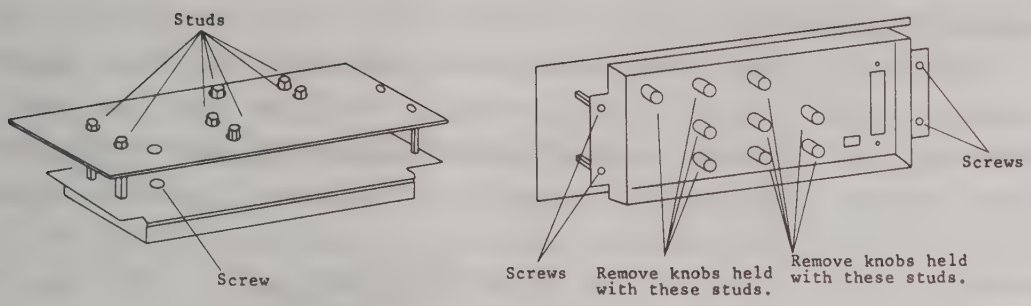

Fig. 4-42 Side panel studs holding knobs and screws
5. Remove knobs of the side panel by pulling them up and the four screws shown in Fig. 4-42. (Be careful not to damage the knobs when removing them.)